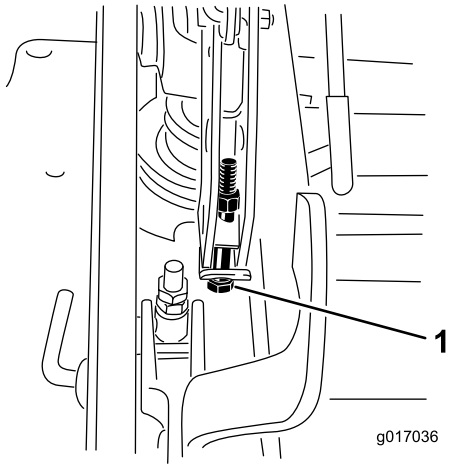

Figuur 91
13. Als het maaidek te laag is, draai dan de bout van het enkelpuntssysteem rechtsom. Als het maaidek te hoog is, draai dan de bout van het enkelpuntssysteem linksom (Figuur 91).